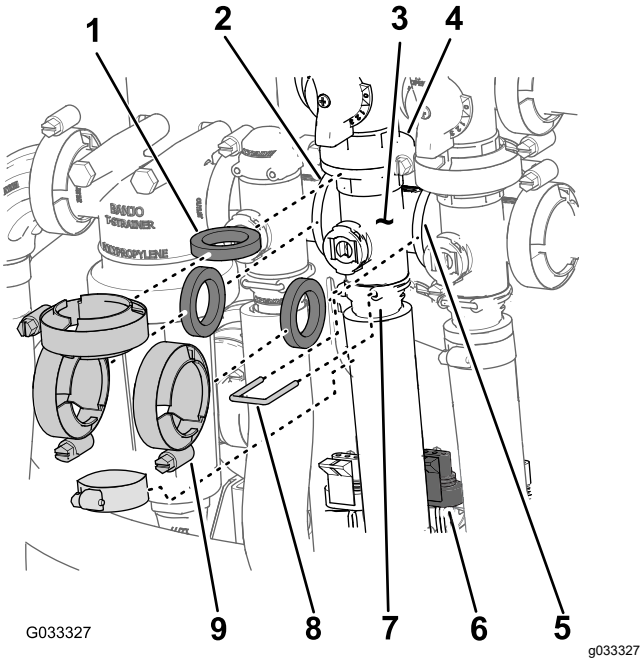

Figuur 70
1. Verwijder de klemmen en pakkingen waarmee de verdeler voor de mengklep (Figuur 70) bevestigd is aan de mengomloopklep, de regelklep voor de gebruiksdosis, de hoofdklep van de spuitbomen en de adapterfitting (mengdosisklep).
2. Verwijder de borgclip waarmee de uitgaande fitting aan de verdeler voor de mengklep is bevestigd (Figuur 70).